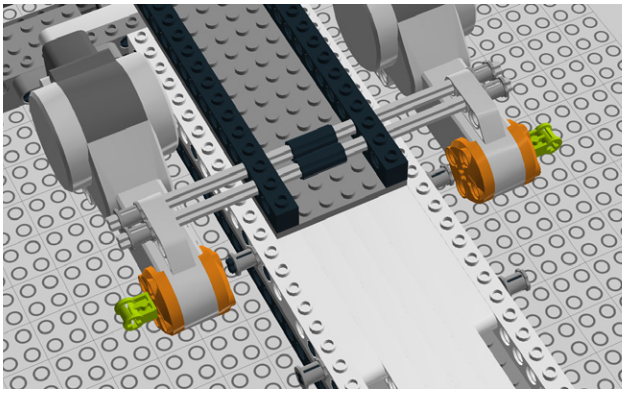

Figure 8-85. *Step 80: Adding pole reversal handles to the motors' hubs*
80. Insert pole reversal handles into the motors' hubs (Figure 8-85).